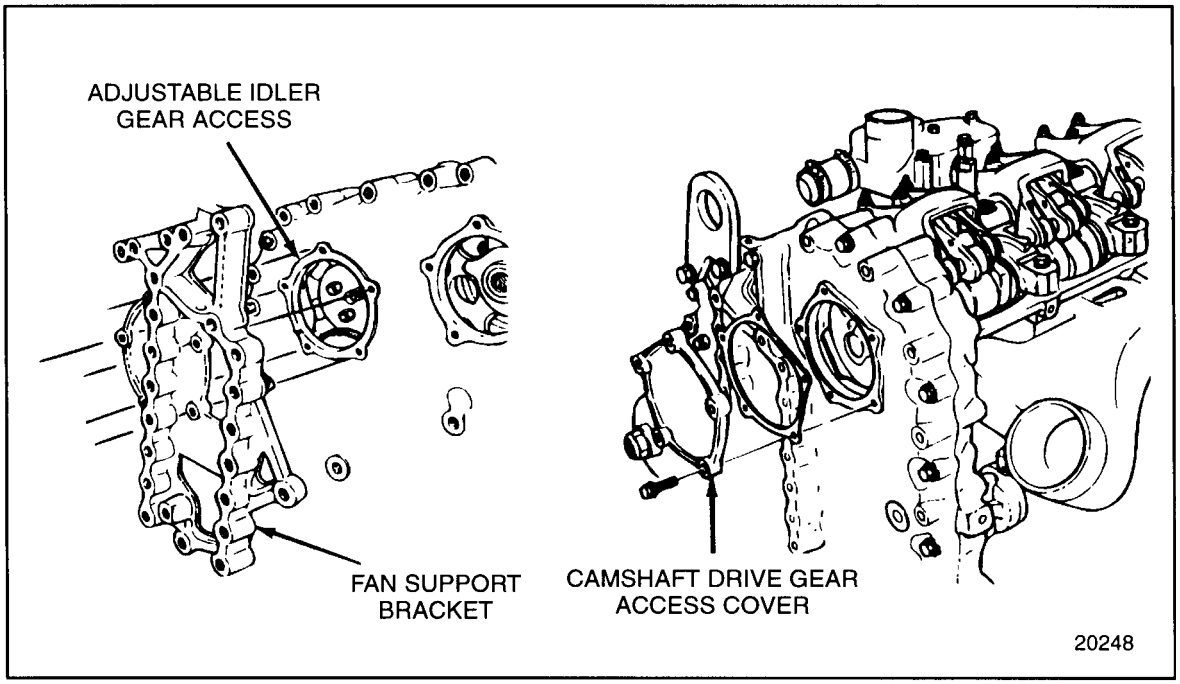

Figure 1-356 Camshaft Drive Gear Access Cover and Adjustable Idler Gear Access
4. Remove the five bolts that secure the camshaft drive gear access cover to the gear case cover. See Figure 1-356.